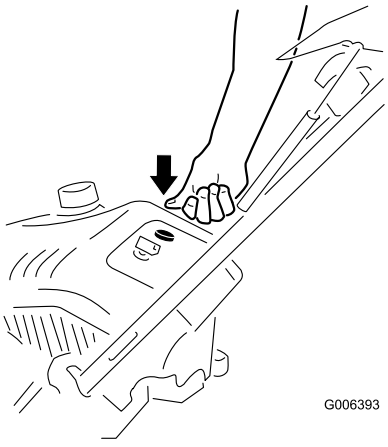

Figur 15
3. Snapsa genom att trycka in knappen ordentligt med tummen tre gånger, och hålla in knappen en sekund vid varje tryckning innan du släpper den igen (Figur 15 och Figur 16).